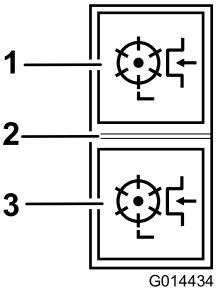

**Figuur 31**
**Maaiaandrijving voor vooruit draaien inschakelen:** Druk de bovenkant van de schakelaar van de maaiaandrijving in de stand Vooruit (Figuur 31).
**Maaiaandrijving voor achteruit draaien inschakelen:** Druk de onderkant van de schakelaar van de maaiaandrijving in de stand Achteruit (Figuur 31).
**De maaiaandrijving volledig uitschakelen:** Zet de schakelaar in de middelste stand (Figuur 31).